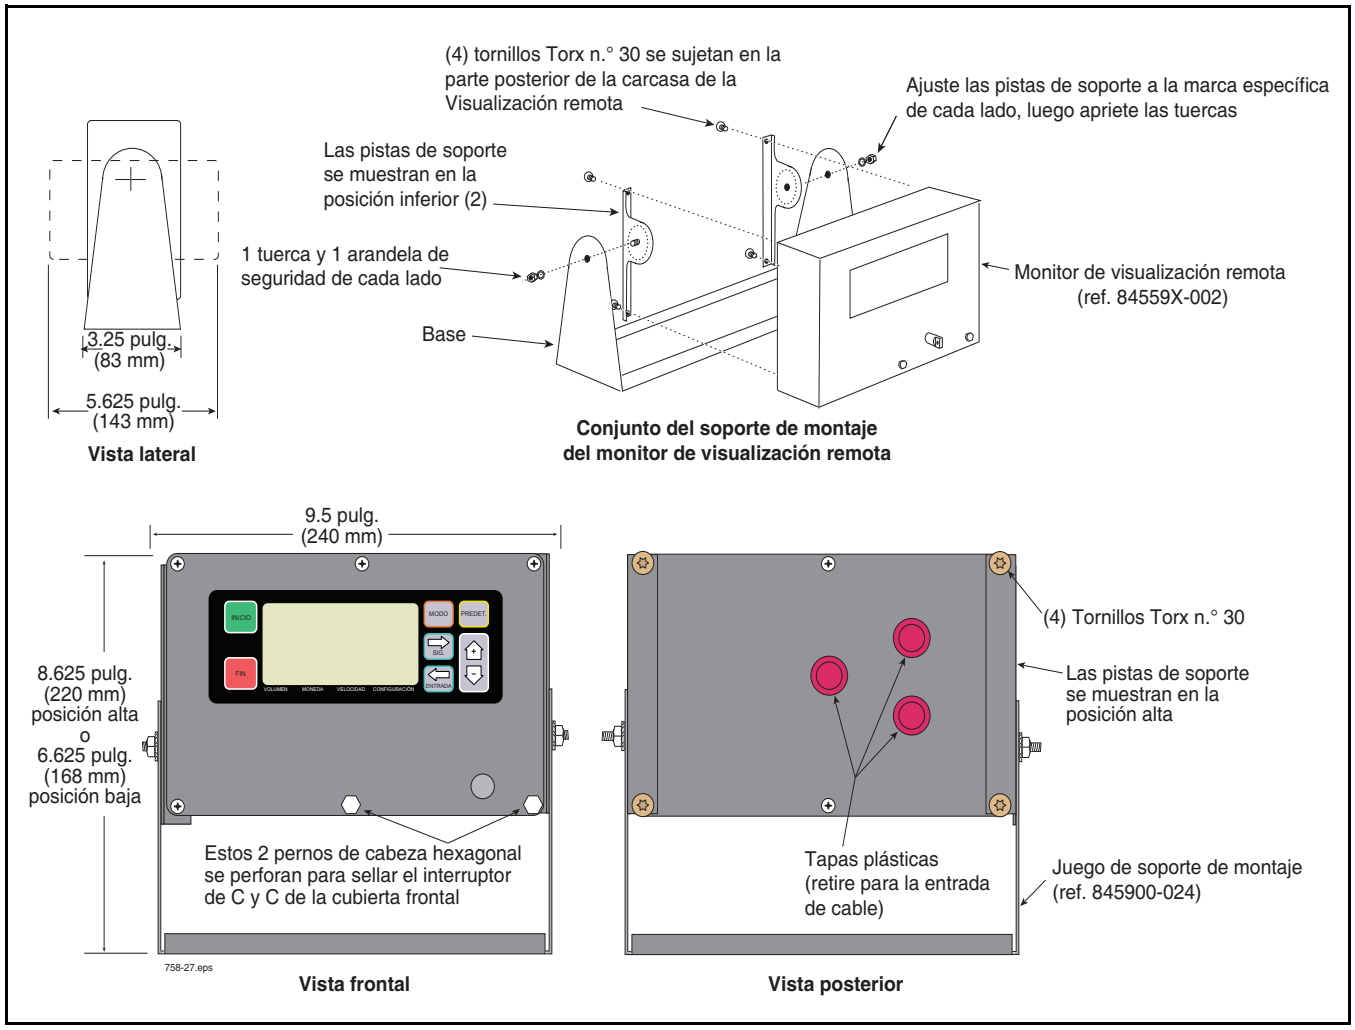
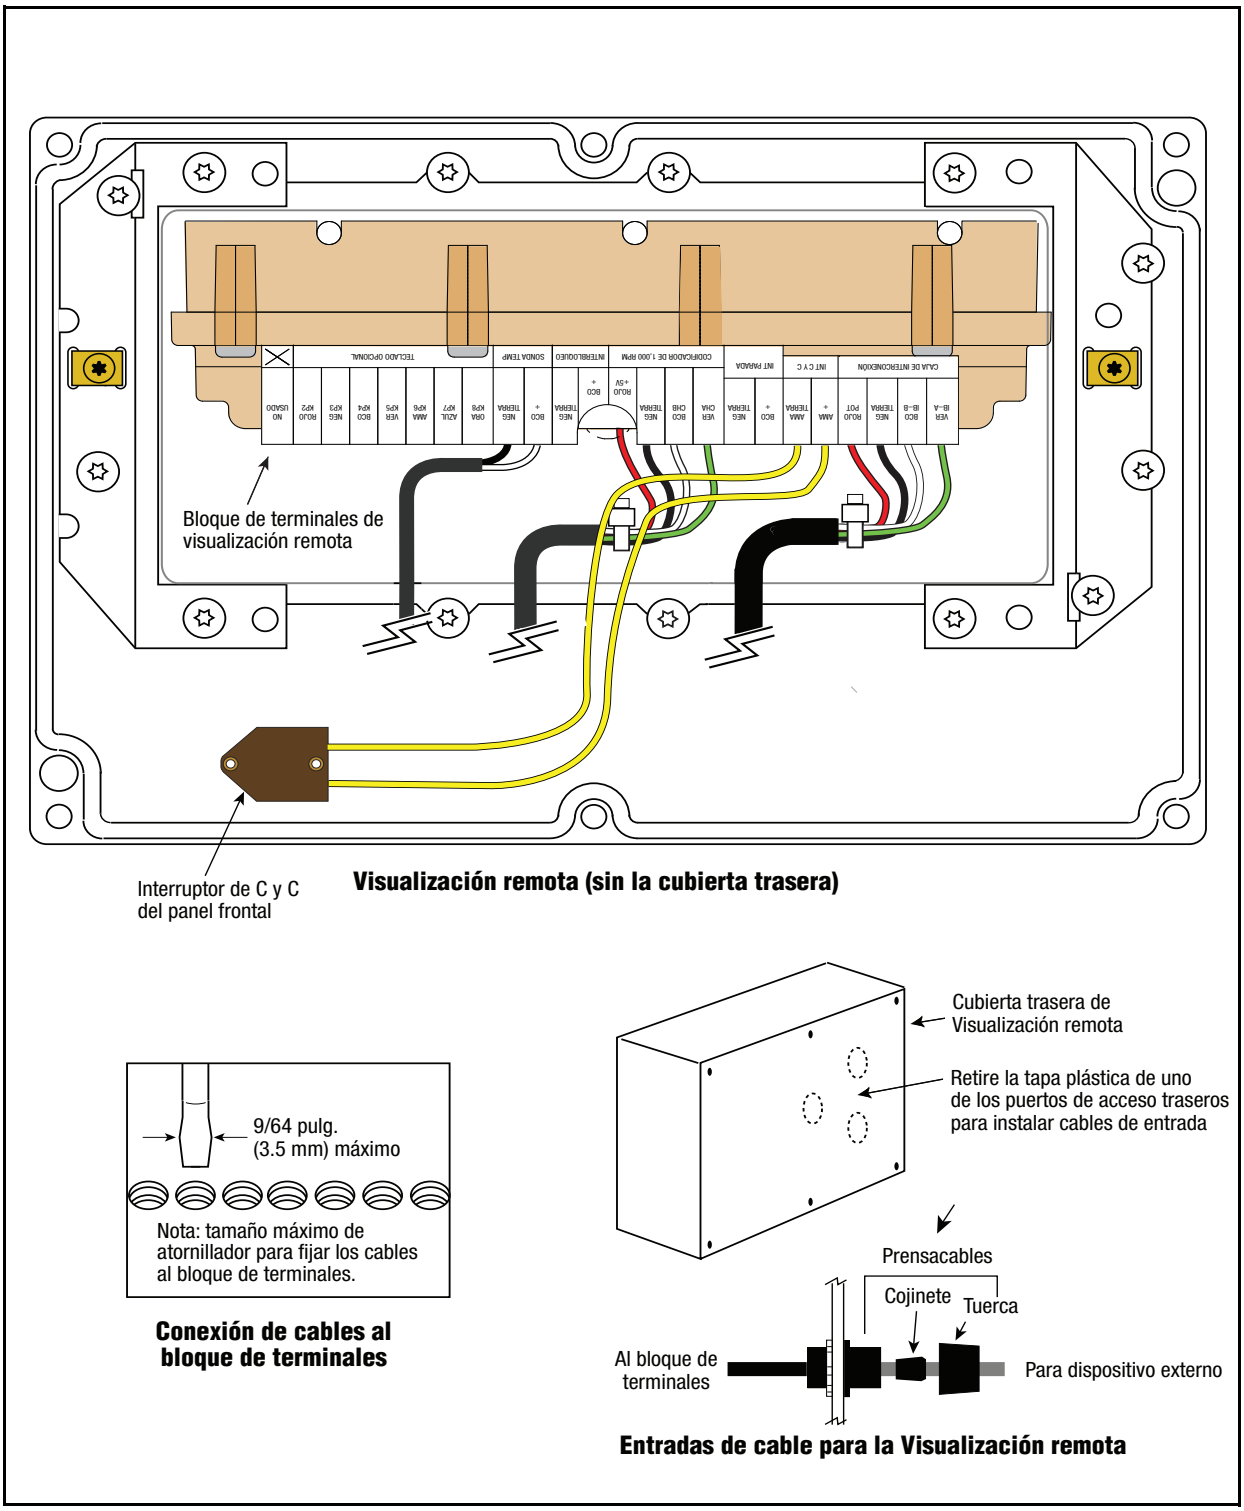

Figura 33. Conjunto de visualización remota
Figura 34. Conexiones de la visualización remota (sin la cubierta trasera)
La Figura 33 muestra el conjunto de visualización remota y la Figura 34 muestra cómo cablear la pantalla a la caja de interconexión. Puede montar la pantalla en una pared o tablero de un camión, una pared de un edificio o fuera de un lugar peligroso. Use sujetadores apropiados en algún agujero previamente perforados en la base del soporte opcional cuando se fije el soporte a la superficie de montaje. Ajuste el ángulo de la pantalla aflojando los pernos laterales y girando la unidad hasta la posición deseada.
Siga las precauciones o procedimientos para el enrutado del cable de los que se habló antes (página 25) para el monitor montado en el contador, conecte la visualización remota a la caja de interconexión. Las conexiones de cableado en la visualización remota se muestran en Figura 34. Instale el adaptador del prensacables opcional en la parte de atrás de la visualización remota a la salida del cable. Las conexiones del cableado en la IB son a terminales idénticas del bloque de terminales del monitor que no se utiliza.
2. Un interruptor estándar de panel frontal de C y C para el monitor remoto (ver Figura 34 en la página 43).